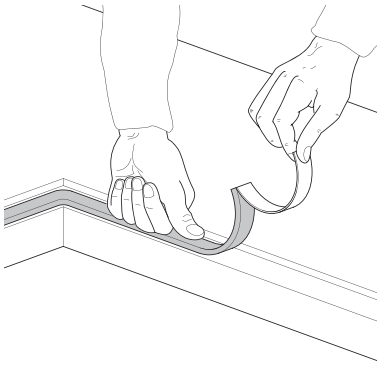

Рис. 5: *установка изоляционного уплотнителя*
- Перед установкой плиты необходимо на всю фразированную поверхность герметизирующий уплотнитель, входящий в оснащение [Рис. 5].